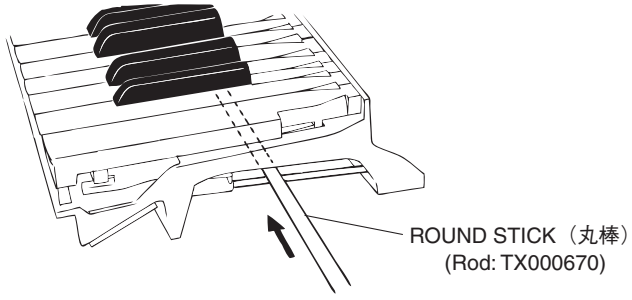

Fig. 27（図 27）
* ***After inserting a round stick (Rod: TX000670) between the frame and the keys, remove the circuit boards. (Fig. 27)***
※ シートをはずす前に、接点ゴムを歪ませないように、フレームとハンマーの間に丸棒（ロッド：TX000670）を挿入しておきます。（図 27）